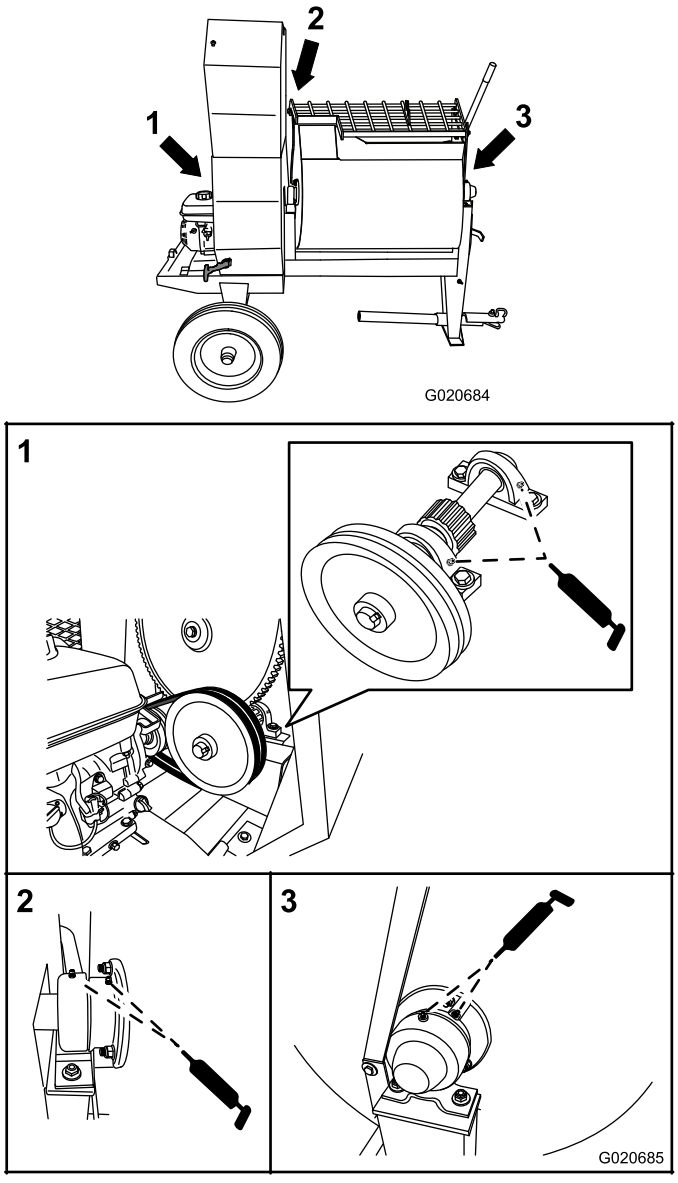

Figure 49
1. Clean around each grease fitting with a rag and lift the plastic cap off the grease fitting (Figure 49).
- For the pillow-block bearings, pump 1 shot of grease into each fitting (Figure 49).
- For the trunnions, pump several shots of grease into each fitting until it starts to ooze out of the bearing housing (Figure 49).